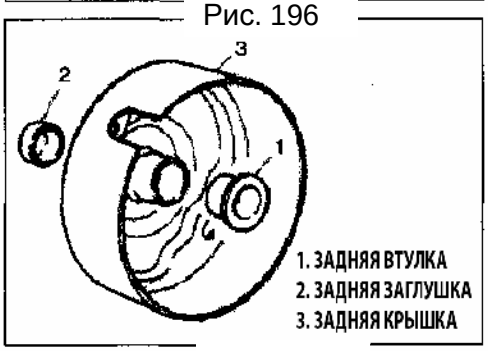

Рис. 197
12) Снимите заглушку крышки и заднюю втулку при необходимости (Рис. 197).